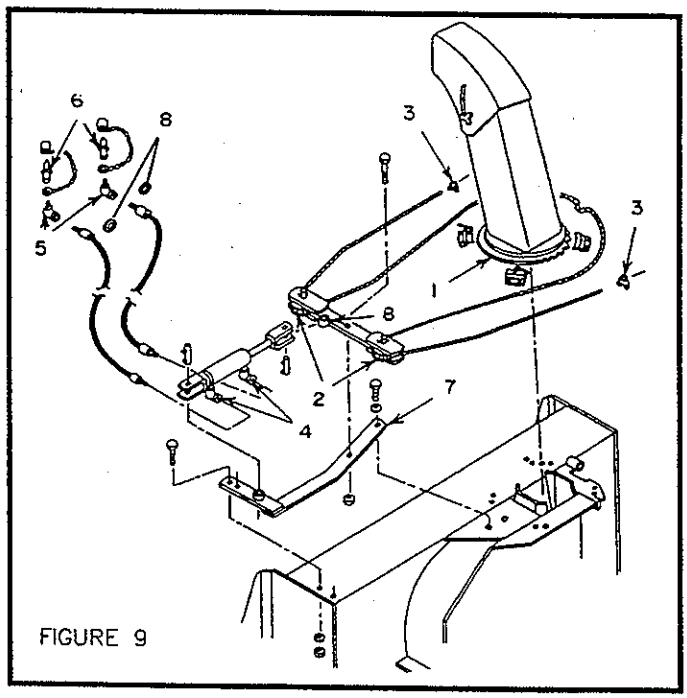

FIGURE 9
i) With the chute opening facing forward and rotation arm parallel to blower sides , route the cable ends around the chute base (fig.9,item 1) away from each other , around the rotation pulleys (fig.9,item 2) from the inside to the outside. Secure cable ends to the front and rear side of the chute using the two cable clamps (fig.9,item 3). There should be at least 1" of cable protruding each clamp. Torque to 9-11 lbs/ft.
j) Install a 90 degree elbow 3/8" male x 1/4" pivoting female (fig.9, item 4) in each cylinder port using thread sealant. With cylinder ports facing you and base end to your left, set both elbows at approximately 2 o'clock.
k) Using thread sealant, install a 90 degrees elbow 3/8" male x 3/8" pivoting female (fig.9, item 5) at one end of each hose. Install a male quick coupler (fig.9, item 6, not included) with dust cap over each elbow (dust cap ring must be on threaded portion before installation).
m) Install cylinder base end on rotation support (fig.9, item 7)(cylinder ports on underside), and rod end on rotation arm (fig.9, item 8) using provided pins and cotter pins.